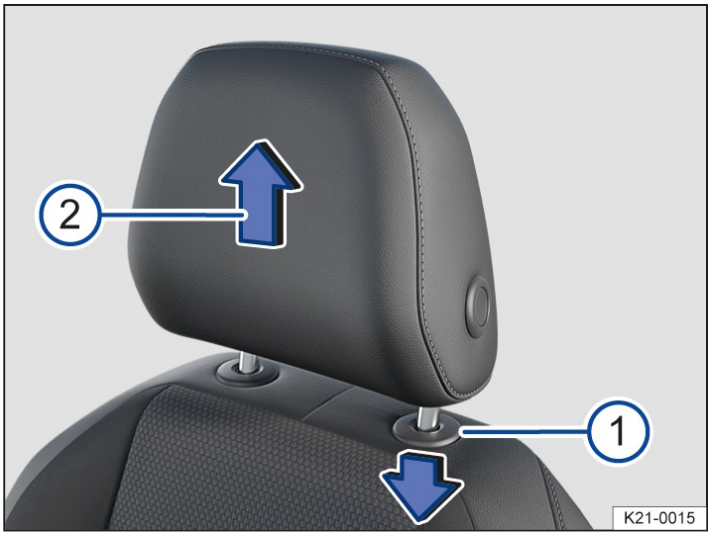

Fig. 1 Removing the front head restraint (general example).
2. To unlock, press down the ring around the guide rod of the head restraint→ *fig. 1* (1).
3. Pull out the head restraint in the direction of the arrow→ *fig. 1* (2).